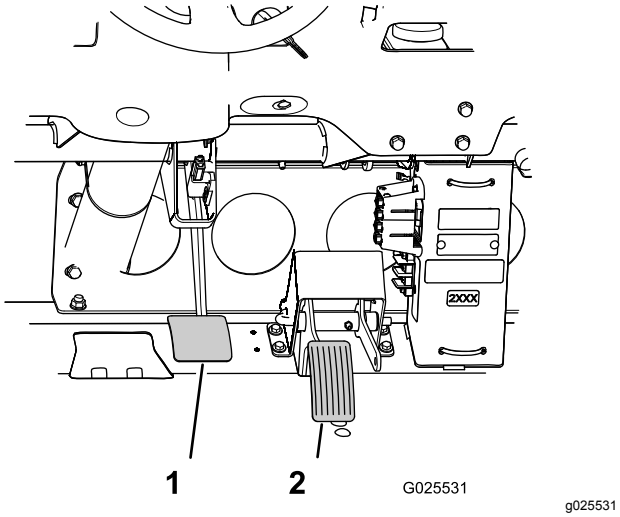

**Figur 77**
3. Slipp opp bremsepedalen (Figur 77) til den kommer i kontakt med rammen.